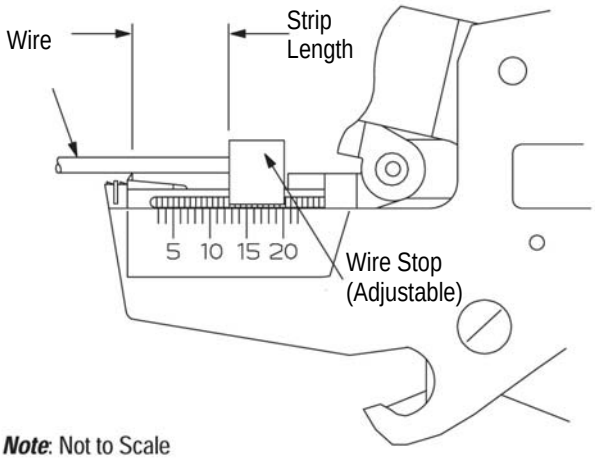

Figure 2
3. To adjust the strip length, move the wire stop by squeezing the top tabs with fingers and sliding wire stop to the desired measured wire length. Refer to Figure 2.